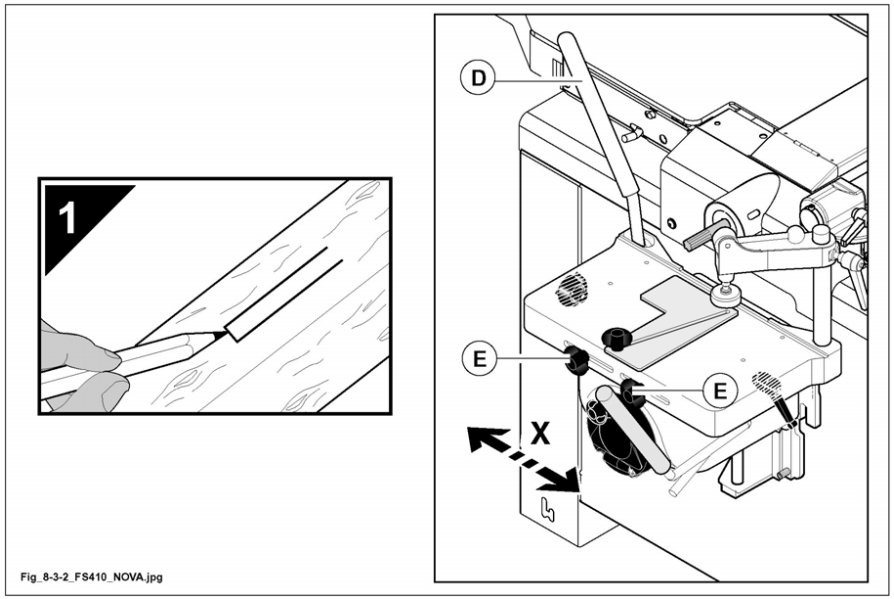

Fig. 8.3-2
- using a pencil, mark the position of the mortise to be cut on the workpiece (1 fig. 8.3-2).
- Test the transversal stroke using lever (D fig. 8.3-2) according to the mortise to be cut and adjust the side stops to suit, by tightening the knobs (E fig. 8.3-2).
to carry out slots, it is necessary to drill a row of holes, then, moving the table by means of the lever (D fig. 8.3-2), the inside of the slot is thoroughly cleaned.